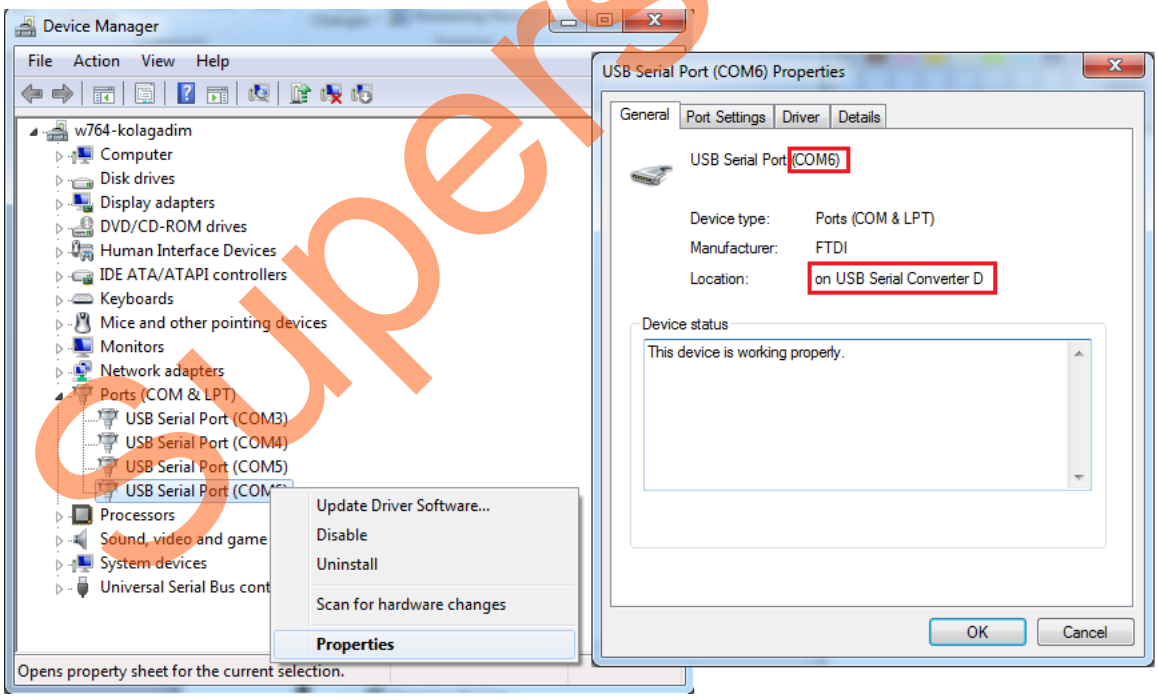

Figure 6 • **USB to UART Bridge Drivers**
Make sure that the USB to UART bridge drivers are automatically detected (can be verified in the Device Manager), as shown in Figure 6.
4. From the detected four COM ports, select the one with its location on **Properties** window as **on USB Serial Converter D**. Make a note of the COM port number for serial port configuration and ensure that the COM port location is specified as **on USB serial Converter D**, as shown in Figure 6.